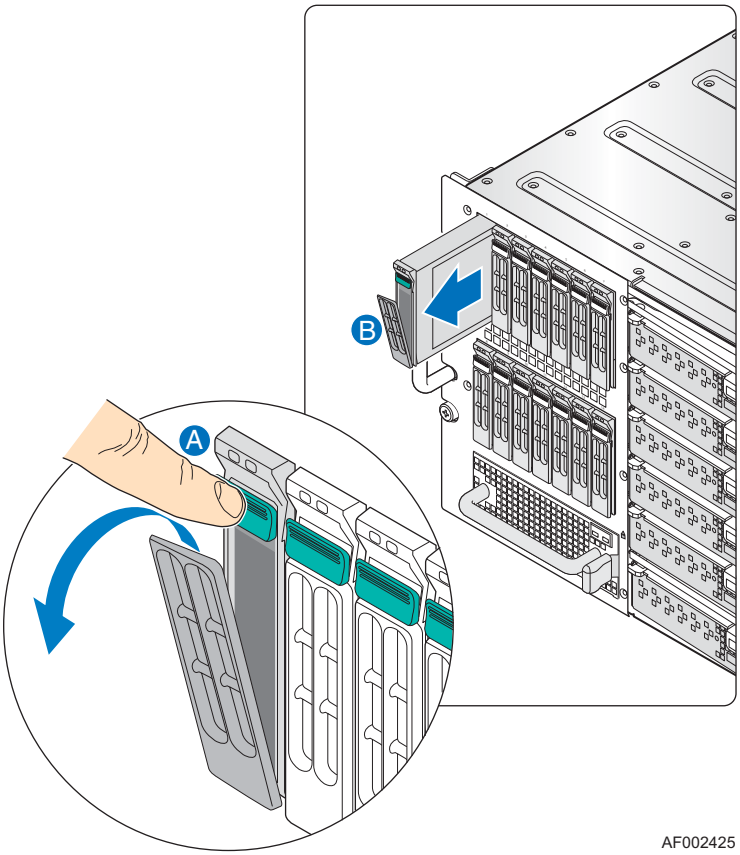

Figure 24. Removing a 2.5-inch Drive Carrier from a Drive Bay Module
2. Press the retaining lever on an available drive carrier to release the drive carrier from the drive bay module (see letter "A" in Figure 24). Remove the drive carrier from the drive bay module (see letter "B" in Figure 24).